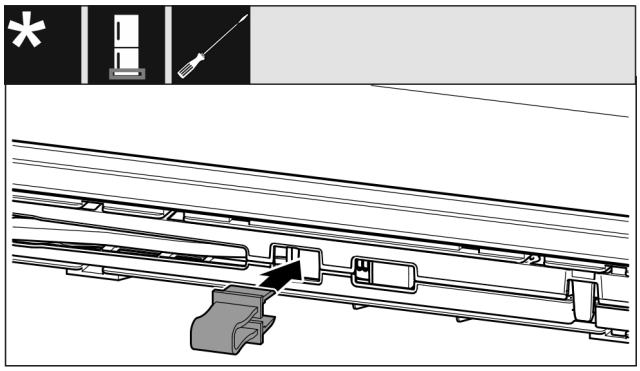

Fig. 18
▶ Latch safeguard into opening. (see Fig. 18)